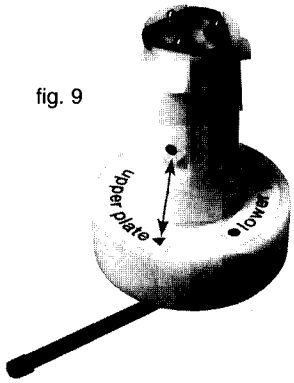

fig. 9
Change the tool to „upper clamping element" and position the clamping element exactly. (Fig. 9)
Compress the two snap hooks by means of a pair of tweezers (Fig. 9)and remove the roller assy (A) from the plate (B).